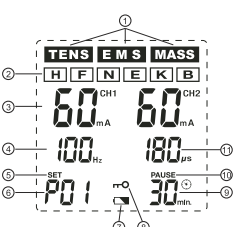

Abb. 4
Schritt 5: Drücken Sie die Taste ⑤ (CH1⊕) oder ⑪ (CH2⊕), um die Ausgabeintensität von Kanal 1 (CH1) oder Kanal 2 (CH2) zu erhöhen und mit der Anwendung zu beginnen. Drücken Sie die Taste ⑦ (CH1⊖) oder ⑨ (CH2⊖), um die Ausgabeintensität von Kanal 1 (CH1) oder Kanal 2 (CH2) zu vermindern. Auf dem Display des Gerätes wird die gewählte Ausgabeintensität sowie die noch verbleibende Anwendungsdauer angezeigt. Die Anwendung beginnt jeweils ab Intensitätsstärke 1 für jeden Kanal. Die aktuelle Intensitätseinstellung können Sie auf dem Display (siehe ③, Abb. 4 ablesen: Anzeige der Ausgabeintensität (hier z.B. 60 mA) in mA (Milliampere) für Kanal CH1 (links) und CH2 (rechts).